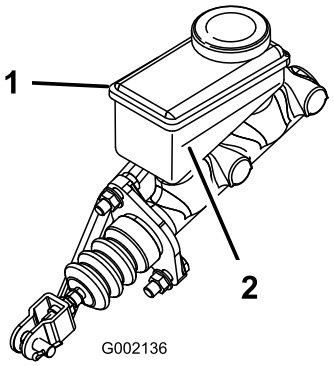

Figura 16
3. Osservate la linea del livello del fluido sul lato del serbatoio. (Figura 16).
B. Aggiungete il fluido dei freni DOT 3 al serbatoio, in modo che il livello del fluido sia superiore alla linea del minimo (Figura 16).
5. Montate il tappo di gomma sulla parte superiore della plancia (Figura 16).